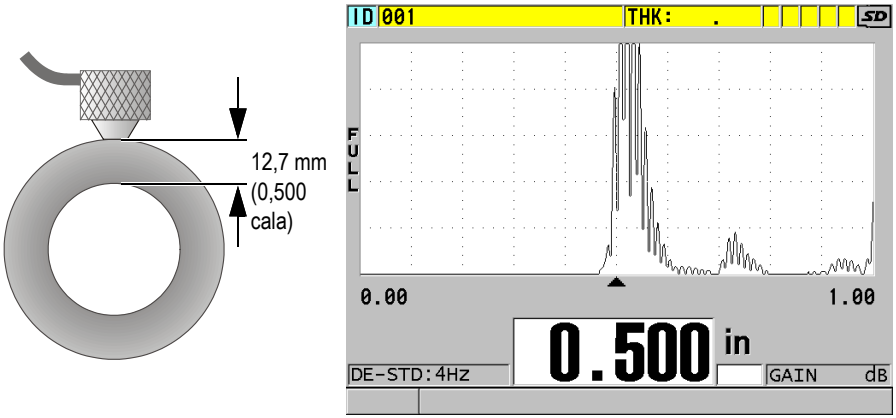

Rysunek 5-9 Sprzężenie głowicy dwuelementowej i odczyt zmierzonej grubości
2. Z umiarkowaną lub dużą siłą docisnąć końcówkę głowicy do powierzchni badanego materiału i trzymać ją tak, aby przylegała jak najbardziej płasko do tej powierzchni (patrz Rysunek 5-9 na stronie 97).